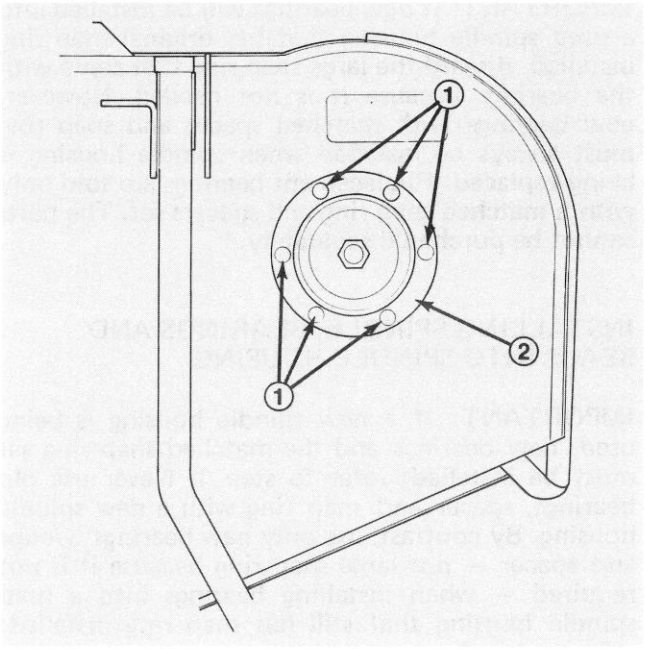

Figure 64
5. Remove six carriage bolts and flange nuts holding spindle housing assembly and support ring against cutting unit (Fig. 64). Slide spindle housing assembly out bottom of cutting unit.
9. Slide pulley end of spindle assembly through hole in cutting unit. Mount spindle assembly in place with support ring and six carriage bolts and flange nuts (Fig. 64).